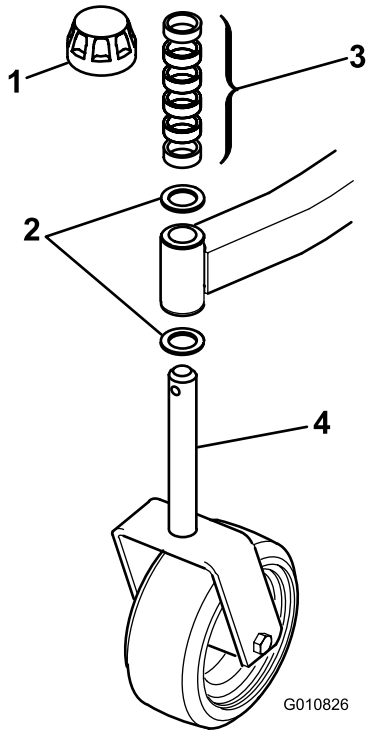
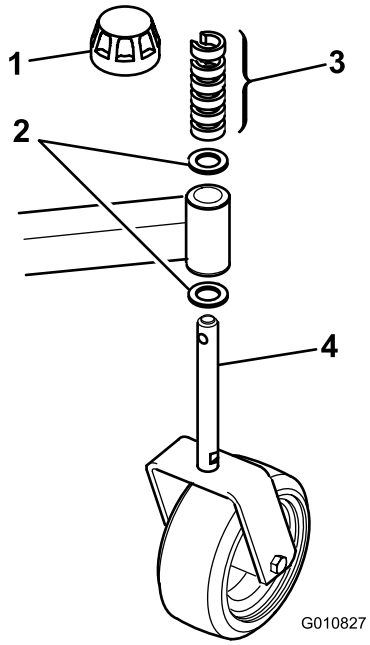

**Figuur 2**
**Figuur 3**
1. Verwijder de klemkapjes van de spilassen en schuif de afstandsstukken en drukringen eraf (Figuur 2 en Figuur 3).